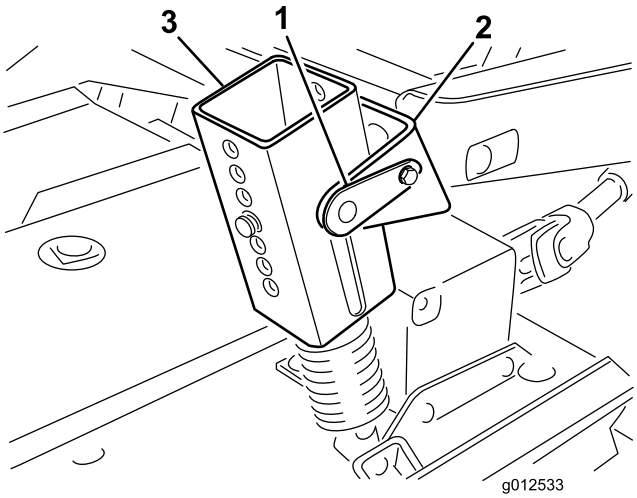

Figura 1
2. Apenas nas unidades de tração da série 200, desligue o contrapeso da unidade de tração, retire os pinos de bloqueio dos suportes, separe os conjuntos da mola tensora dos suportes e deite-os na plataforma (Figura 1).
3. Baixe a unidade de corte, retire 4 pinos dos suportes da altura de corte (Figura 1).